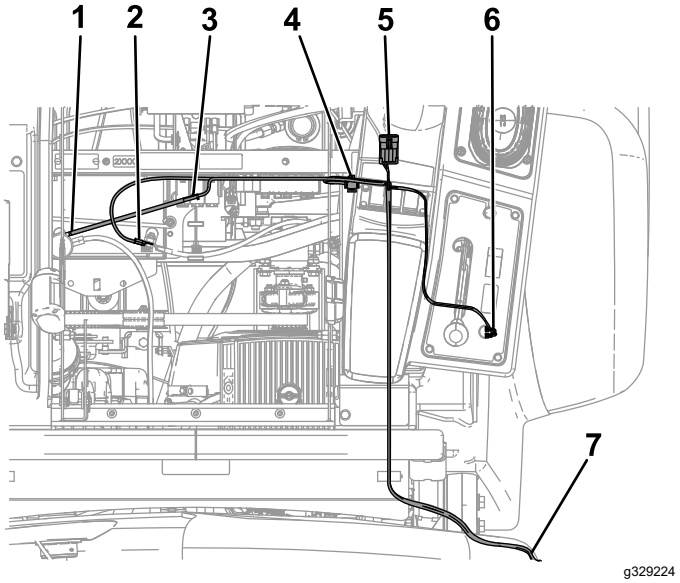

Figure 7
1. Connect the 2 connectors on the wire harness to the 2-blade connector on the switch (Figure 7).
4. Plug the next connector into the relay (Figure 7), and mount the relay to the outer hole on the frame near the existing relays.
5. Connect the fusable link to the red wire attached to the positive (+) battery terminal (Figure 7).
7. Connect the far end of the wiring harness to the fuse block ground (Figure 7).